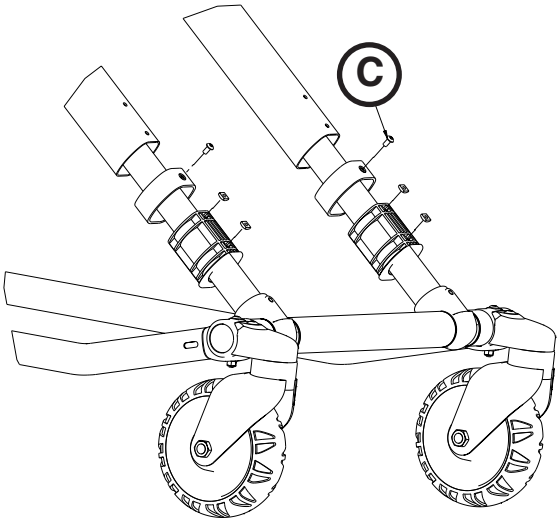

Figura 80
3. Con un cacciavite Torx T25, rimuovere le due viti con testa a bottone (B) che fissano il cuscinetto del tubo (Figura 80).
2. Con un cacciavite Torx T25, rimuovere le due viti con testa a bottone (B) che fissano il cuscinetto del tubo (vedere Figura 80 a pagina 5-72).